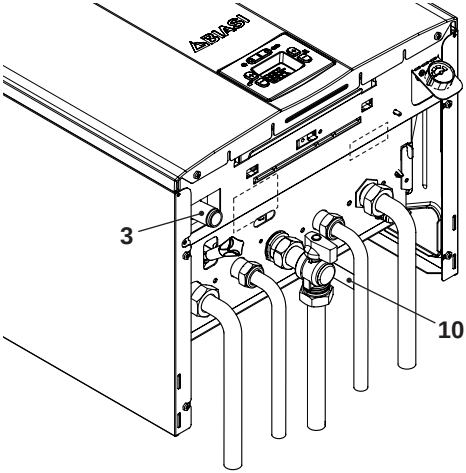

Figura 5.4
- Collegare lo scarico della valvola di sicurezza 10 (Figura 5.4) ad un imbuto di scarico.
- Collegare il tubo di scarico condensa 3 (Figura 5.4) all'interno del condotto di scarico condensa domestico o nell'imbuto di scarico della valvola di sicurezza, qualora lo scarico sia idoneo a ricevere condensa acida.